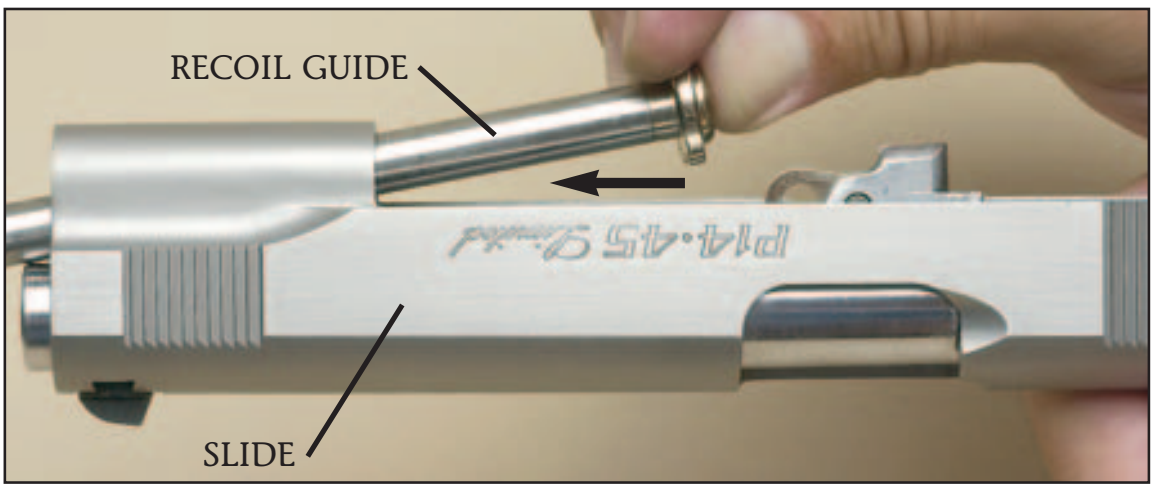

Figure 12
STEP 3. Insert recoil guide by pushing it toward the front of the slide (***Figure 12***).